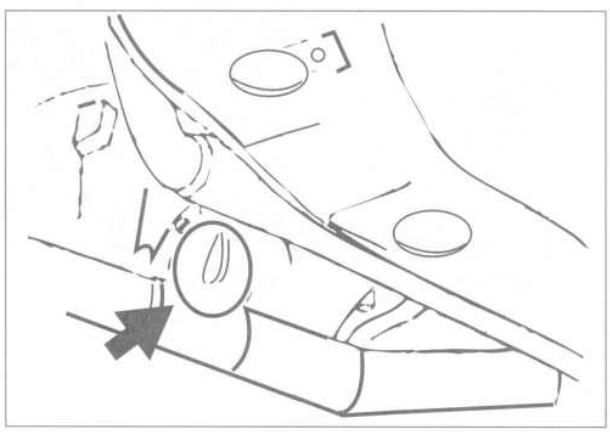

Fig. 17. Plug in oil sump (**arrow**) for accessing torque converter mounting bolts. Turn drive plate to access bolts.
12. Rotate steering wheel to left or right lock. Pry out cap from opening in oil sump to access torque converter mounting bolts. See Fig. 17.